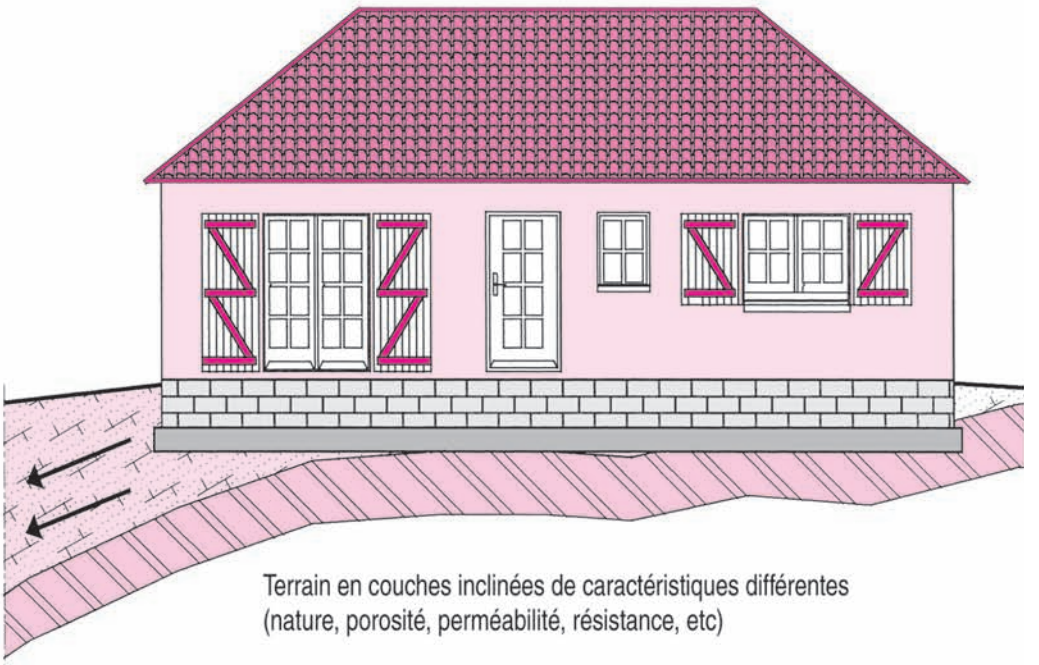

Fig. 16 : Caractéristiques physiques et mécaniques différentes dans chaque couche inclinée
Les tassements de sol sont inévitables en raison (fig. 16) :
- forte pente du terrain (fig. 16 et 22) ;
- couche perméable et friable (fig. 16) ;